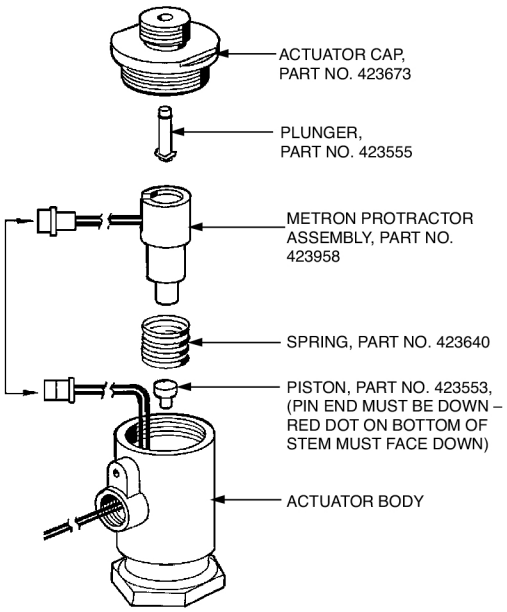

FIGURE 3
5. Unscrew actuator cap. See Figure 3.
6. Lift actuated METRON PROTRACTOR assembly housing out of actuator body and disconnect wire plug. See Figure 3.
8. Before positioning new METRON PROTRACTOR housing assembly, Part No. 423958, into electric actuator body, remove the piston. Thoroughly clean piston and inside bottom surface of actuator body of any dirt or foreign material. As the pin is emitted from a METRON PROTRACTOR when it operates, a small metal disc is ejected. This metal disc may be found resting on the piston inside the actuator body. Before replacing the actuated METRON PROTRACTOR assembly with a new one, make certain this metal disc is removed from the piston area. Replace piston back into body. When replacing piston, make certain pin end is facing down. See Figure 3.
9. Position METRON PROTRACTOR housing assembly back into electric actuator body, making certain METRON PROTRACTOR housing assembly and spring are properly seated in bottom of actuator body. See Figure 3.
10. Plug wire connector together. See Figure 3.
12. Make certain plunger moves freely up and down. See Figure 3.